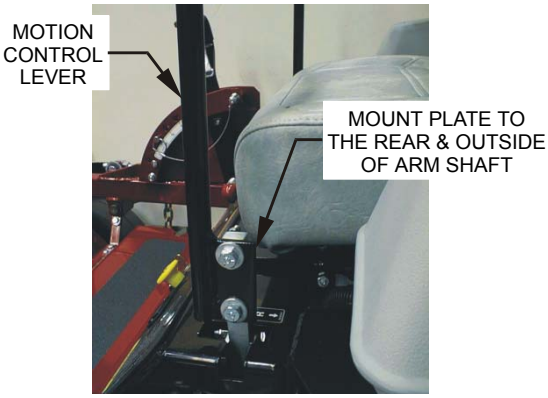

FIGURE 4
3.6.1 Loosen and remove the two (2) 3/8” x 1” bolts and spring disc washers which attach the motion control levers to the control arm shafts for shipping and the two (2) 3/8” x 1” bolts and spring disc washers which are screwed into the control arm shafts.
a) Install the left motion control lever onto the control arm shaft (See Figure 4) on the left side of the console. Place the lever (with the mounting plate towards the rear) on the **outside** of the control arm shaft and secure with the bolts and washers. Position the lever so the bolts are in the center of the slots on the lever mounting plate and tighten until snug. Repeat on opposite side of unit.